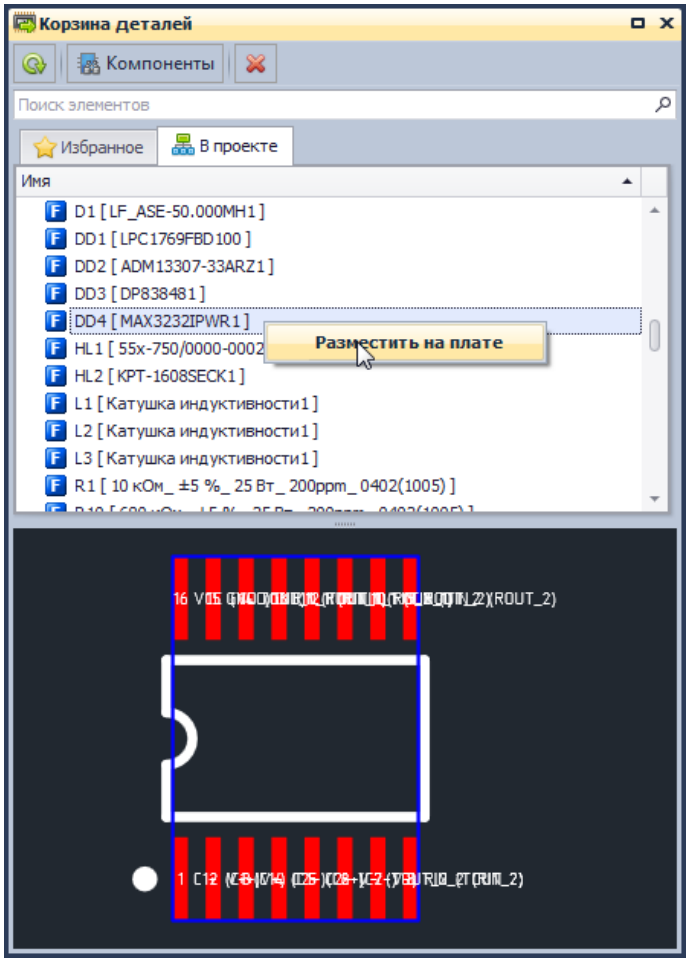

Рис. 702. Начало размещения
2. Вызвать контекстное меню и выбрать пункт «Разместить на плате», см. Рис. 702.